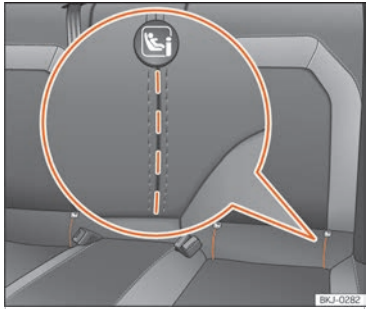

Fig. 37 Seient del darrere: ranures encunyades per accedir a les anelles de subjecció ISOFIX/iSize.
La ubicació dels punts d'ancoratge ISOFIX o i-Size s'indica amb un símbol ››› **fig. 37**. En alguns vehicles, les anelles van fixades a la carcassa del seient i en altres al terra posterior.
- Procediu prèviament a l'obertura manual de l'encunyat situat darrere de les ranures marcades per accedir a les argolles de subjecció ››› **fig. 37**.